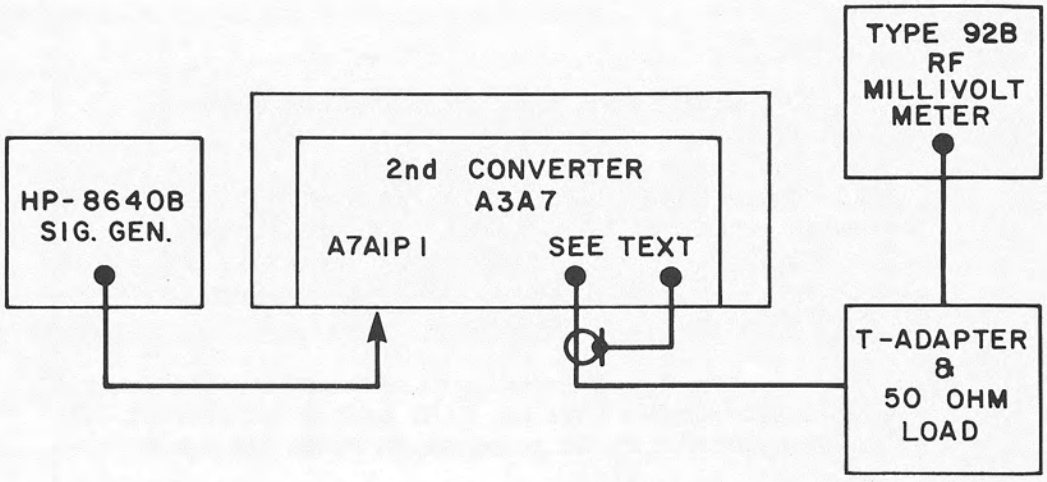

Figure 4-6. 2nd Converter Performance Test, Equipment Connections
2. Connect the test equipment as illustrated in **Figure 4-6.**